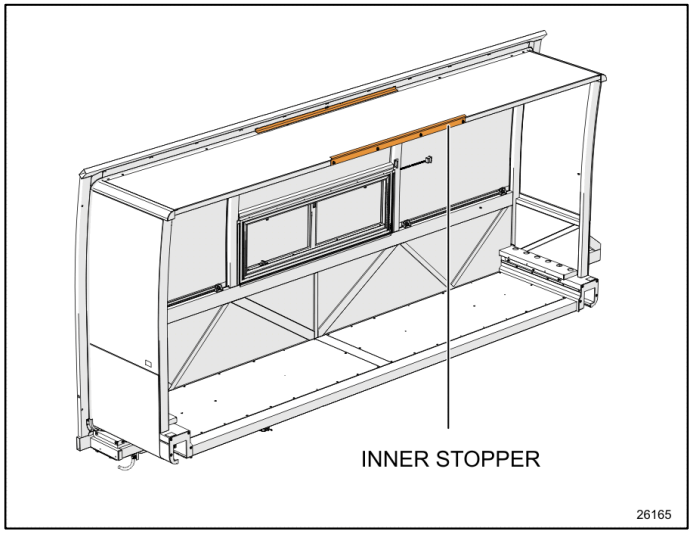

**FIGURE 4: UPPER INNER STOPPER**
4. Remove the upper inner stopper (Figure 4).